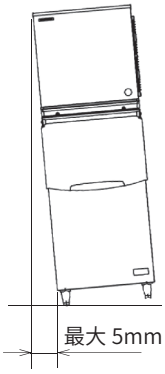

图 2
* 将本出冰装置/储冰箱在左右和前后方向上调水平。如果使用储冰箱，请将储冰箱的支脚调水平。见图2。